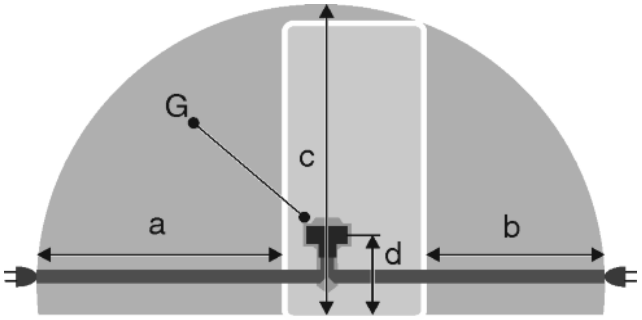

*Fig. 25*
- The socket is outside the back of the appliance area in the specified area *Fig. 25 (a, b, c)*.
▶ Insert the appliance plug *Fig. 25 (G)* into the back of the appliance. Ensure that it clicks into place.